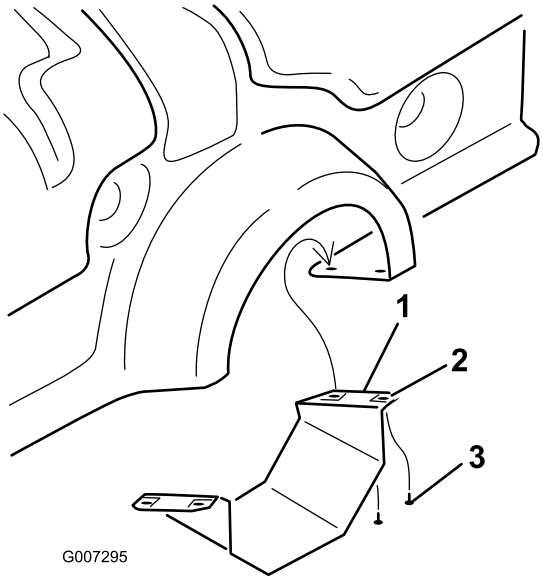

Figuur 7
1. Verwijder het onderste beveiligingsscherm van de aftakas, uitsluitend bij de ProCore 864 (Figuur 7).